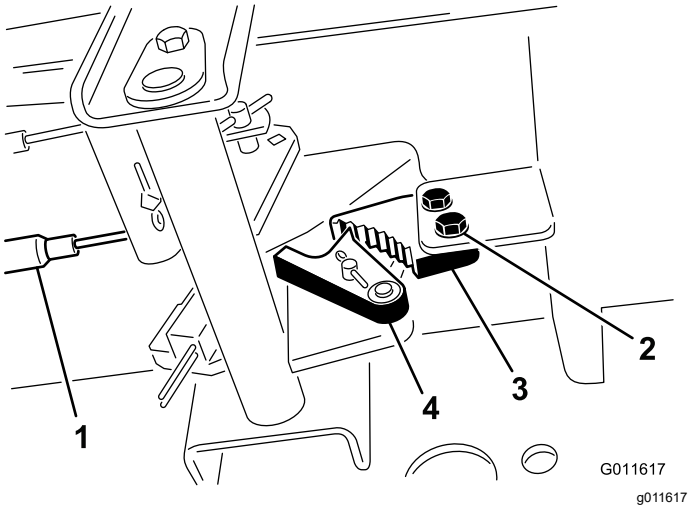

Figuur 140
2. Draai de 2 schroeven los waarmee de pal van de parkeerrem is bevestigd aan het frame (Figuur 140).
3. Trap het pedaal van het parkeerrem naar voren totdat de remvergrendeling de rempal geheel vastgrijpt (Figuur 140).